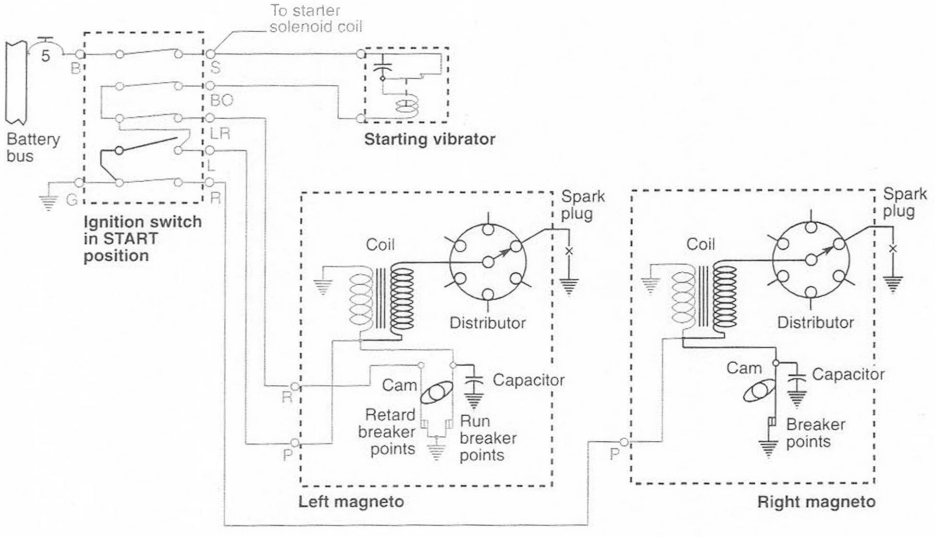

Figure 5-16. *Induction vibrator ignition system with the ignition switch in the START position*
- As the starter continues to crank the engine, the pulsating DC flowing in the primary winding induces a high voltage in the secondary winding, and it is sent to the correct spark plug by the distributor each time the retard breaker points open. *See* Figure 5-16.